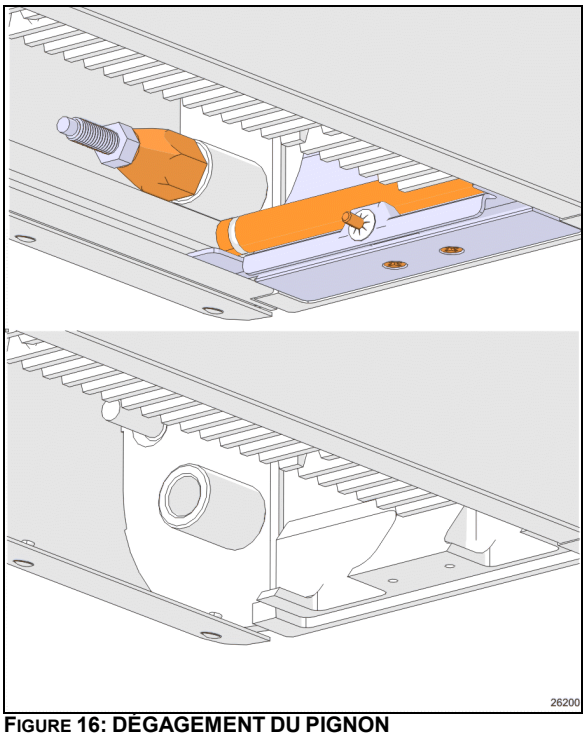

FIGURE 16: DÉGAGEMENT DU PIGNON
3. Certaines pièces doivent être enlevées pour fournir le dégagement nécessaire au pignon. (Figure 16, haut)